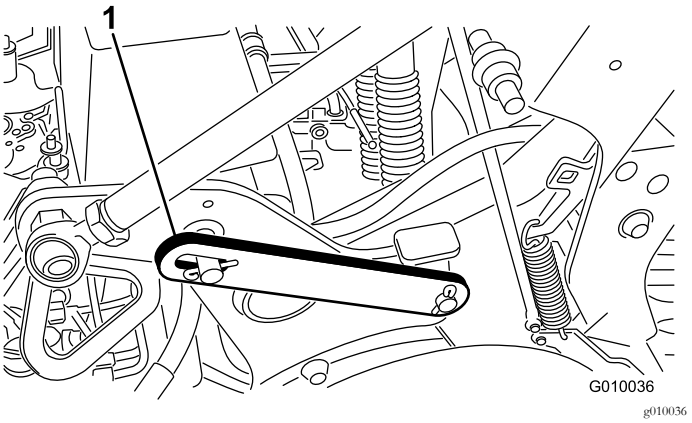

Rysunek 20
3. Usuń pierścień zaciskowy mocujący zaczep serwisowy w położeniu przechowywania (Rysunek 20).